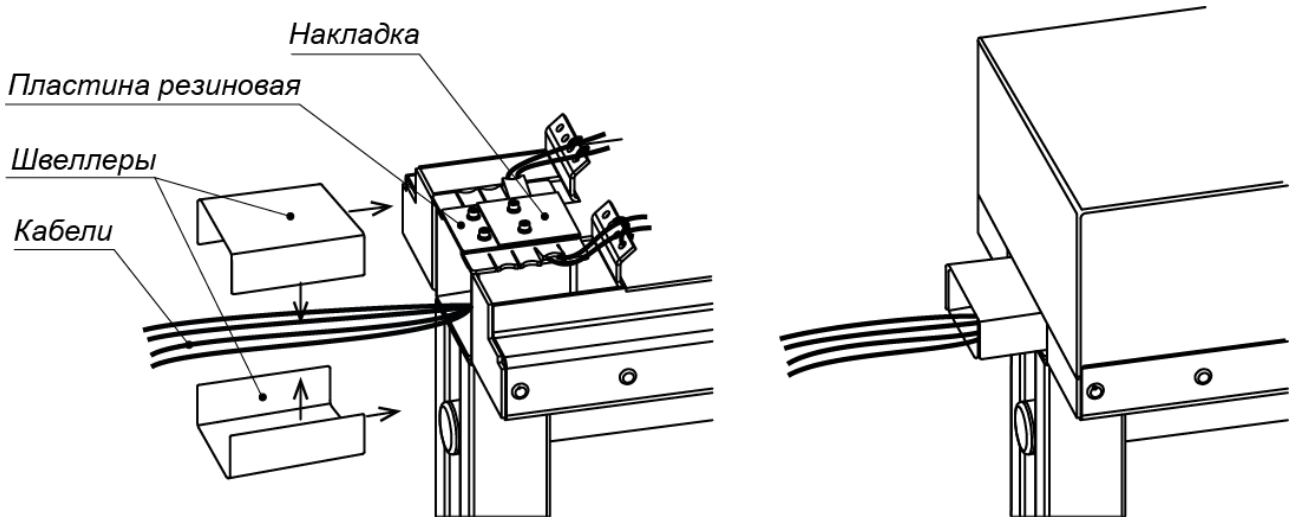

Рисунок 21. Прокладка кабелей между двумя турникетами
22. Для верхней прокладки кабелей между двумя турникетами, стоящими вплотную друг к другу, используются швеллеры из комплекта поставки (см. рис. 21). При установке швеллеров предварительно нужно снять вставки защитные, открутив сверху по два винта М4 (ключ SW3). Швеллер большего размера должен быть сверху.